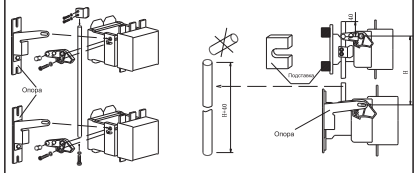

Рисунок 6 Рисунок 7
2.2.1 Конструкция реверсивного контактора вертикального крепления, см. рисунок 6.
2.2.1.3 При сборки реверсивных контакторов вертикального крепления, использующих NC2-265-800 , необходимо установить опору под , см. рисунок 6, 7.